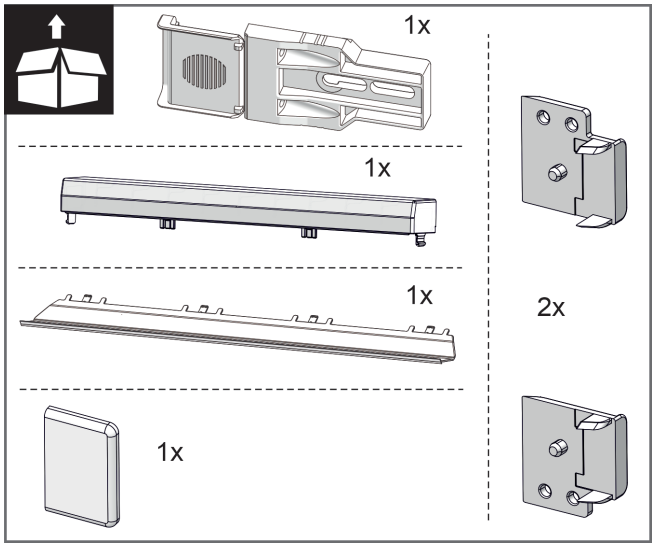
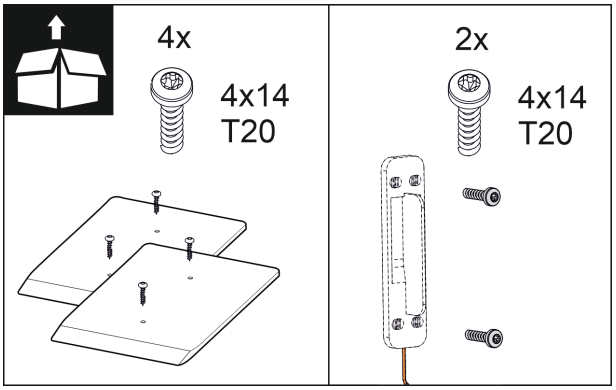

Fig. 10
Fig. 16
2. Verificați piesele de montaj din pachetul de accesorii. *Fig. 10 ()* până la *Fig. 16 ()*
Piese de montaj în pachetul de accesorii *Fig. 10 ()* până la *Fig. 16 ()*